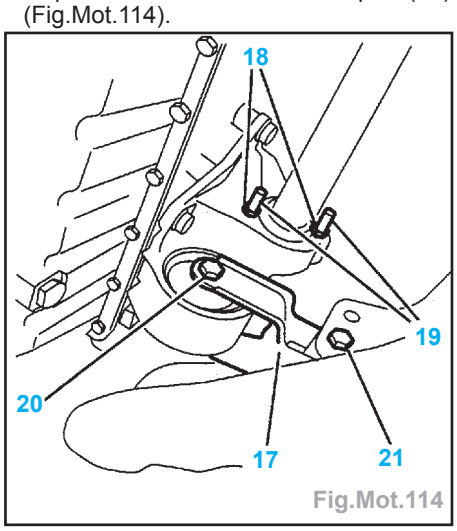

Fig.Mot.114
- Mettre en place le raccord (7).
- Reposer la biellette anti-couple (17) (Fig.Mot.114).